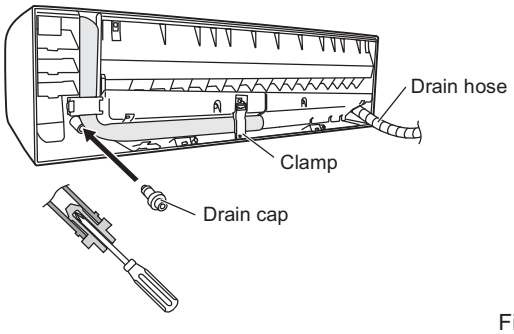

Fig. 1-83
(d) Reattach the drain hose to the left side and the drain cap to the right side. (Fig. 1-83)
(3) Install the indoor unit on the rear panel.
(4) Connect the tubing and wiring led inside from outdoors.
(5) After completing a leak test, bundle the tubing together with armoring tape and store it inside the tubing storage area at the back of the indoor unit and hold it with clamps. (Figs. 1-83 and 1-85)